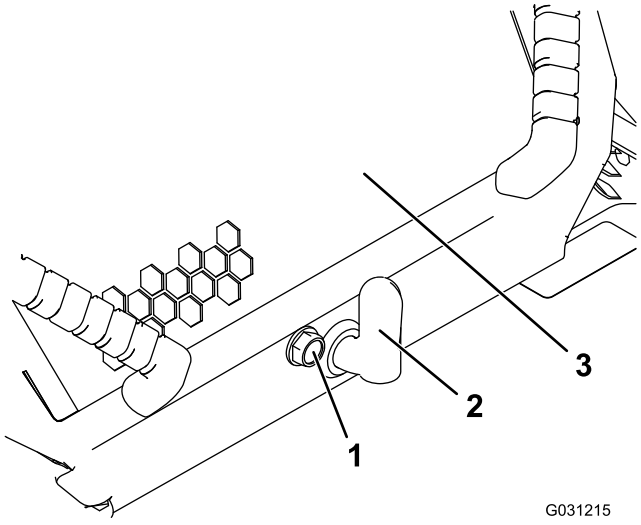

**Rysunek 36**
1. Poluzuj śrubę blokującą maskę (Rysunek 36).
2. Przekręć zaczep maski w prawo (Rysunek 36).
3. Unieś maskę do góry za ucha (Rysunek 36).
3. Dokręć śrubę mocującą maskę, unieruchamiając zaczep (Rysunek 36).